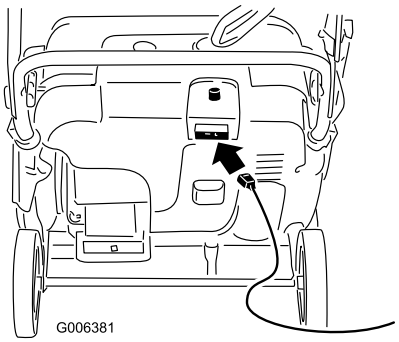
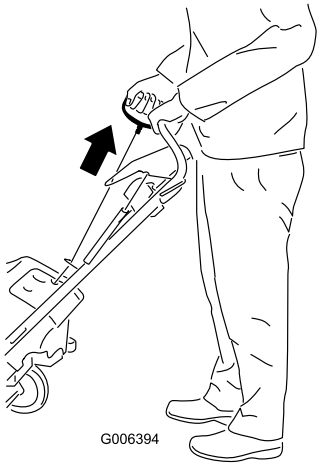

图17
图18
4. 将延长线连接至电源和机器，按下电气启动按钮（仅限型号 38569）(图17)，或拉一下反冲启动手柄 (图18)。